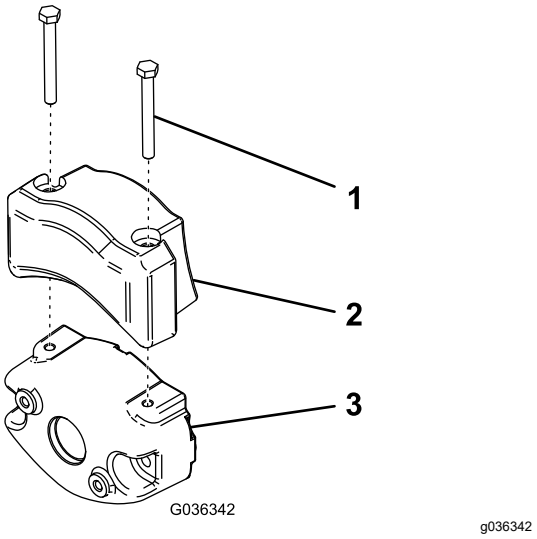

Figur 10
4. Fäst den elektriska motvikten på den befintliga motvikten med två huvudskruvar enligt Figur 10.